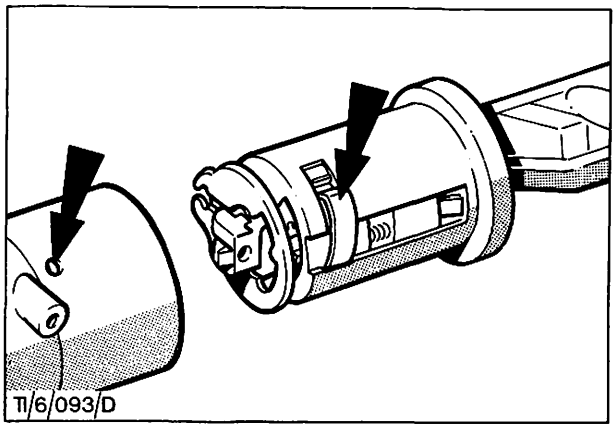

Abb. 81 Vor dem Zusammenbau Schließzylinder mit Gehäuse genau ausrichten
12. Walze und Zylinder gemäß Abb. 81 komplett in das Gehäuse schieben. Sicherstellen, daß Walze und Zylinder ganz in das Gehäuse eingeschoben sind, und daß die Blattfeder in die dafür vorgesehene Nut im Gehäuse einrastet.